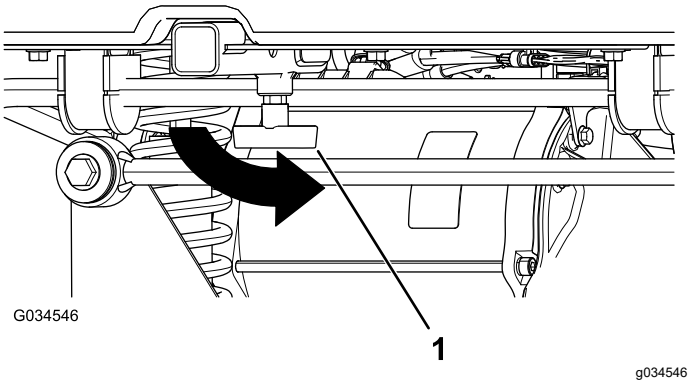

Figuur 21
4. Zet de T-hendel vast door deze linksom te draaien (Figuur 21).